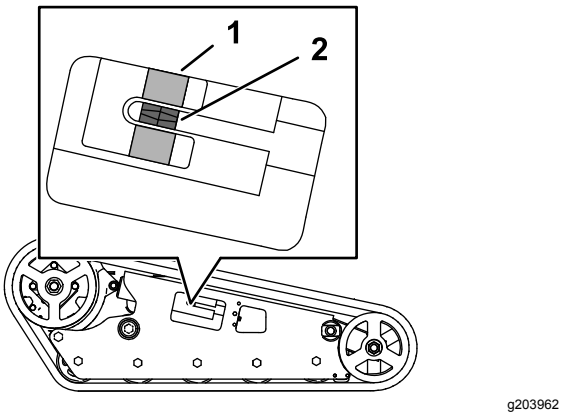

Rysunek 58
Upewnij się, że blok napinający znajduje się równo z zieloną wskazówką na naklejce lub w odległości 1,3 cm od końca prowadnicy rury napinającej (Rysunek 58). Jeżeli tak nie jest, należy skorygować napięcie gąsienicy w następujący sposób:
4. Używając klucza grzechotkowego z zabierakiem 1/2 cala obracaj śrubę napinającą w lewo, aż blok napinający zrówna się z zieloną wskazówką na naklejce lub znajdzie się w odległości 1,3 cm od tylnej krawędzi rury (Rysunek 58).